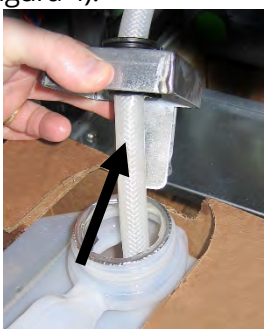

Figura 4
2. Quite la tapa y vierta todo el aceite restante del recipiente en las cubas para freír en partes iguales (consulte la Figura 4).